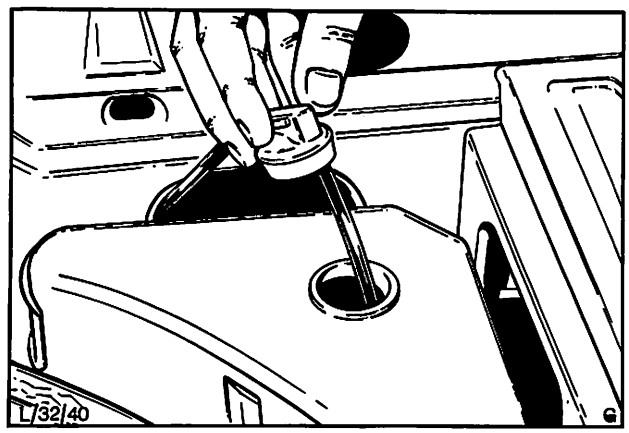

Abb. 51 Verschlußkappe und Schlauch – Wasserbehälter
2. Verschlußkappe und Schlauch vom Behälter abnehmen, Abb. 51.